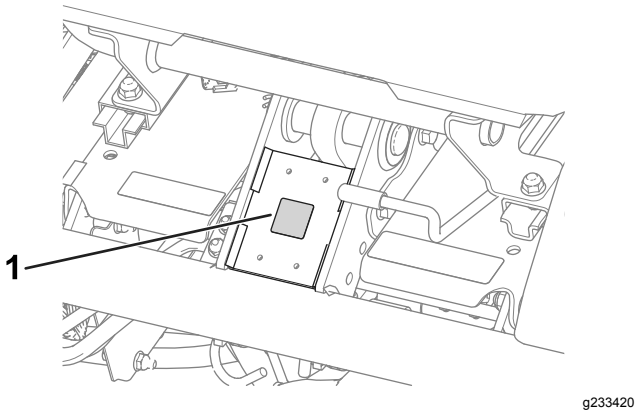

Figura 11
- Aplique la pegatina con marca CE al bastidor debajo de la parte delantera del asiento (Figura 11).